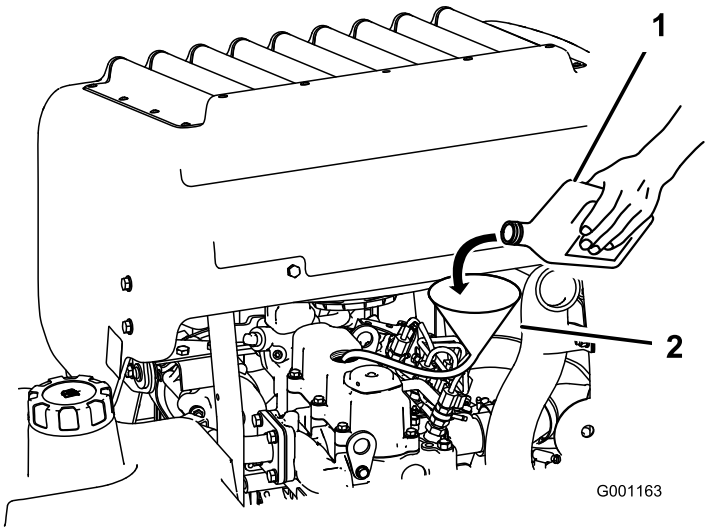

Figur 47
3. Bruk en slange og en trakt når du fyller olje på motoren (Figur 47).